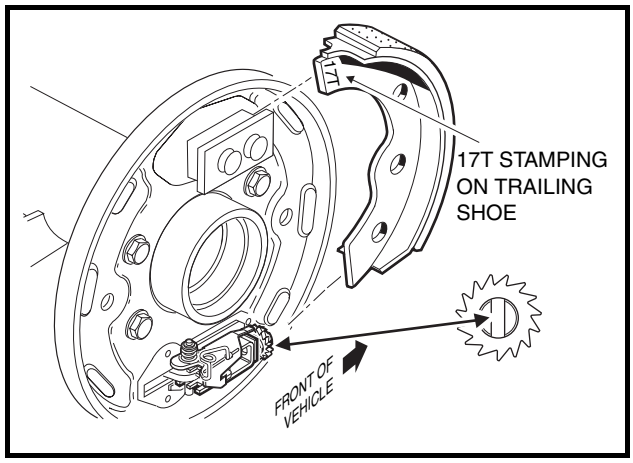

Figure 6-12 Trailing Shoe
1. Turn the adjusting wheel screw so the shoe slot is vertical, then position the trailing shoe in the slots in the shoe mounting block and adjuster assembly **(Figure 6-12, Page 6-6)**. **See following NOTE.**
NOTE: *The trailing shoe has 17T stamped into the tip of the shoe flange* ***(Figure 6-12, Page 6-6)****. The leading shoe is stamped 17L. When installing the shoes, the stampings on both shoes should be oriented to the top of the brake assembly. When installing the shoes on the passenger side of the vehicle, the side of the trailing shoe flange marked 17T should be facing out and be visible. On the driver side, the 17L on the leading shoe should be facing out and be visible.*